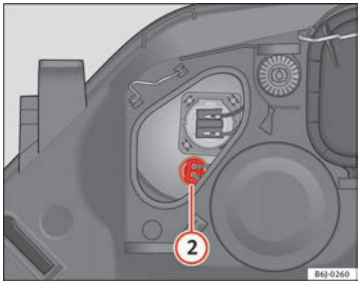

Fig. 152 Side lights ▶
– Remove connector ⇒ Fig. 152 (2) by pulling outward.